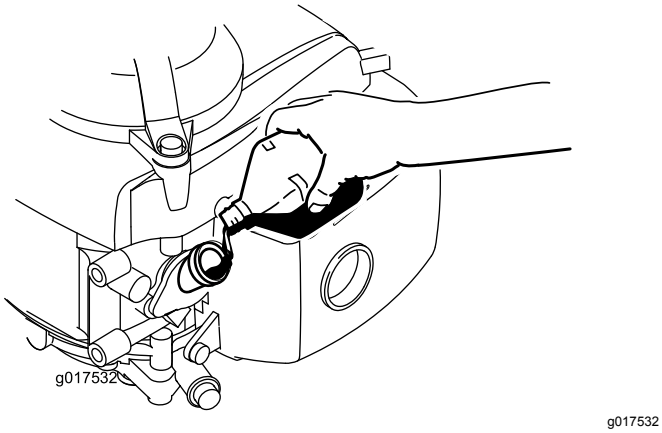

Figur 6
3. Fyll **långsamt** på olja i påfyllningshålet, vänta i tre minuter och kontrollera oljenivån med oljestickan genom att torka rent oljestickan och sedan sticka in, **men inte skruva fast,** den i hålet (Figur 6).